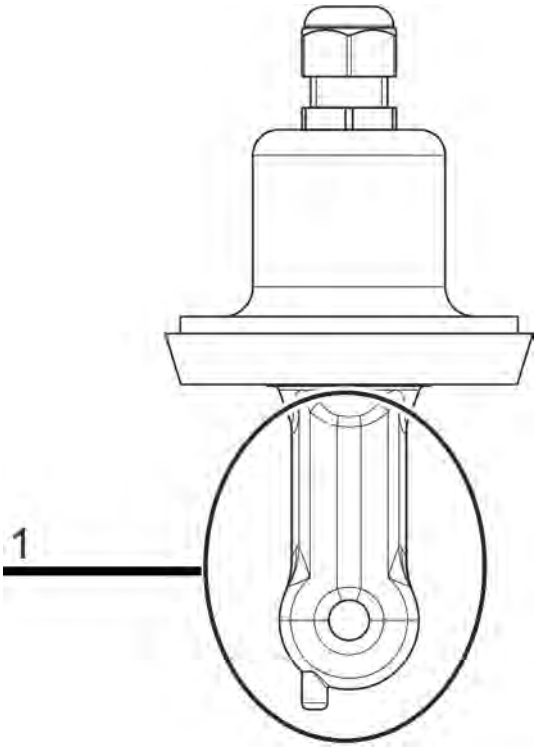

Fig. 73: Sensor body of a Ci-sensor (1)
3. Place the sensor so that the sensor body hangs freely in the air. (See Fig. 73 .)